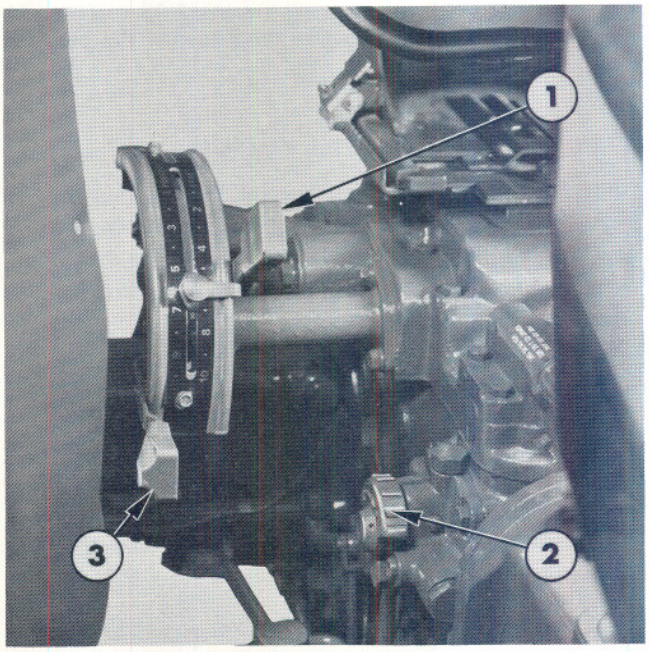

Figure 4
The two-lever control system incorporates separate lever for draft and position control situated at the right-hand side of the operator's seat in the same locations as the single-lever system, Figure 4.
The flow control valve housing is situated on the right-hand side of the rear axle centre housing and features a rocking control knob, see Figure 4. This control knob moves through an angle of approximately 45° to give a slow flow (S) in the forward position and a fast flow (F) in the rearward position.